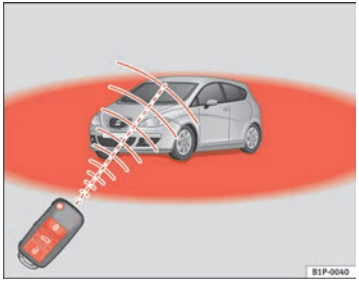

Fig. 64 Range of the remote control:
- The remote control functions only when you are in range ⇒ page 100, fig. 64 (red area).
- If the vehicle is unlocked using the 🔓 (1) button, it will lock again automatically if any of the doors or the tailgate are not opened within 30 seconds after unlocking it. This function prevents the vehicle from remaining unlocked if the unlock button is pressed by mistake.